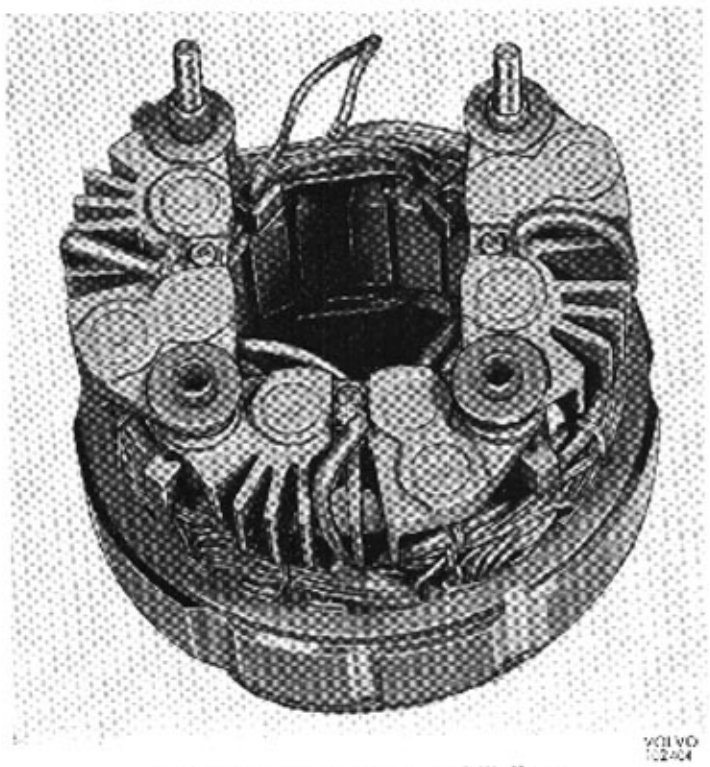

Bild 32-29. Statorlindning med likriktare
6. Placera statorn och lagerskölden på arbetsbänken med lagerskölden uppåt. Ta bort de tre skruvarna som håller fasuttagen vid kylplåtarna. Ta isär statorlindningen och lagerskölden. Statorlindningen med likriktare, bild 32-29.